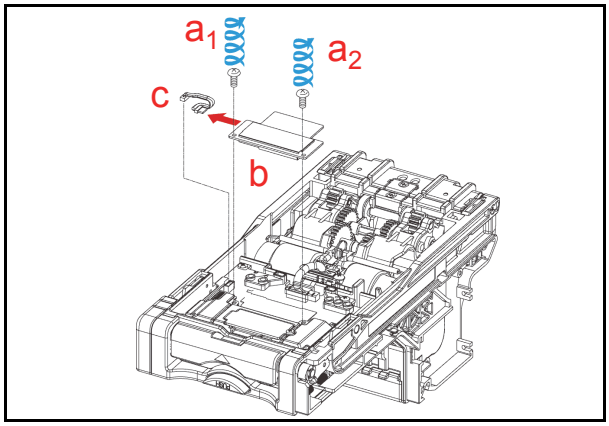

Figure 4-12 RFID Module & Harness Removal
1. Remove the two (2) mounting Screws (See Figure 4-12 a_1 & a_2) retaining the RFID Module to the back side of the Transport Unit (See Figure 4-12 b).
2. Remove the RFID Module and the RFID Harness (See Figure 4-12 c) from the Transport Unit.